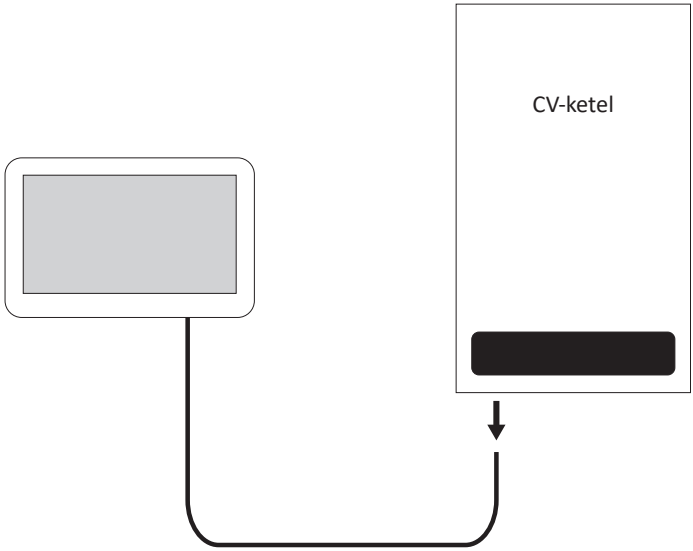

*Figuur 32 Koppel de kamerthermostaat los van de cv-ketel.*
1. Maak de kamerthermostaat los van de cv-ketel (figuur 32).